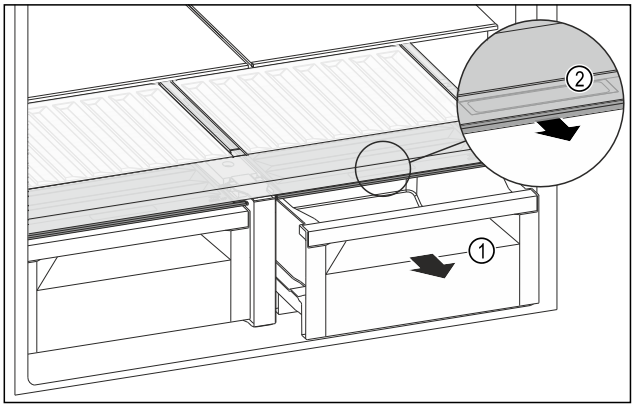

*Fig. 127*
▶ Extraer el compartimento *Fig. 127 (1)*.
▶ Agarrar el tirador empotrado *Fig. 127 (2)* en la tapa del compartimento y tirar de la tapa del compartimento hacia delante al mismo tiempo.